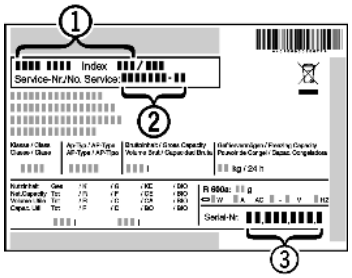

Fig. 16
- ▶ Relever la désignation de l'appareil *Fig. 16 (1)*, le n° de service *Fig. 16 (2)* et le n° de série *Fig. 16 (3)* sur la plaquette signalétique. Cette plaquette se trouve sur la paroi intérieure gauche de l'appareil.
- ▶ Informer le S.A.V. et lui communiquer la panne, la désignation de l'appareil *Fig. 16 (1)*, le n° de service *Fig. 16 (2)* et le n° de série *Fig. 16 (3)*.